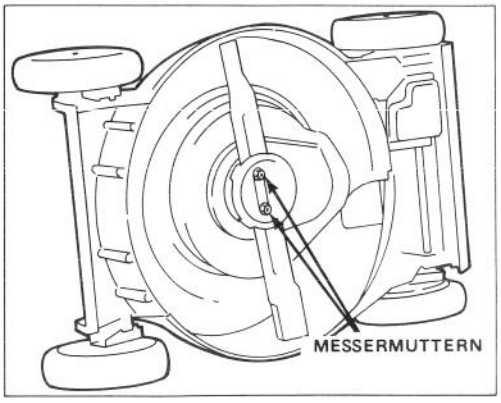

Bild 20
3. Mäher auf seine rechte Seite kippen (Bild 20).
5. ENTFERNEN DES MESSERS – Endstück des Messers mit einem Lappen, bzw. einem dicken Handschuh anfassen. Schraubenmuttern des Messers, Schutzpfanne, Messer, Abstandhalter und Rotierscheibe entfernen (Bild 20 und 22).